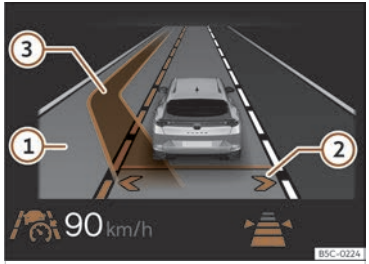

Fig. 151 On the instrument cluster display: lane change assist display (schematic representation).
This activates lane assist. The arrows of your own lane on the instrument cluster display are grey ››› Fig. 151 ②
cluster display next to the driver's own lane. The arrow on the corresponding side of the lane is displayed in white >>> Fig. 151 ②.